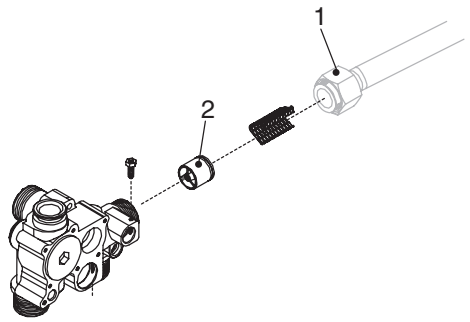

Fig. 28
6.17 AUTOMATIC BY-PASS (fig. 28)